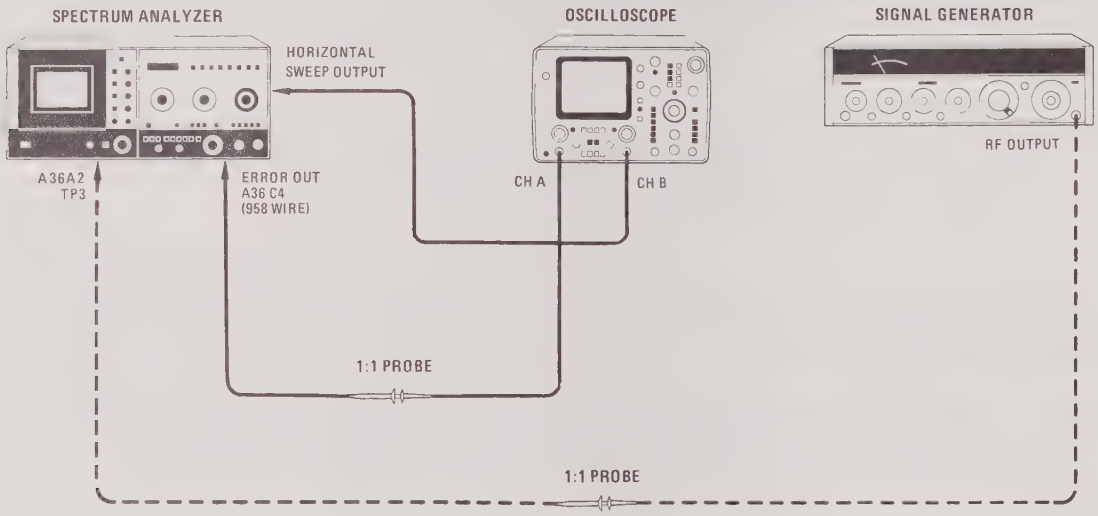

Figure 5-45. Tuning Stabilizer VCXO Check and Adjustment Test Setup
n. Connect equipment as shown in Figure 5-45 and set oscilloscope for an externally swept (A / B) dc coupled display. Set CHAN A to 10 mV/DIV and CHAN B to 1V/DIV. Set 8565A controls as follows: